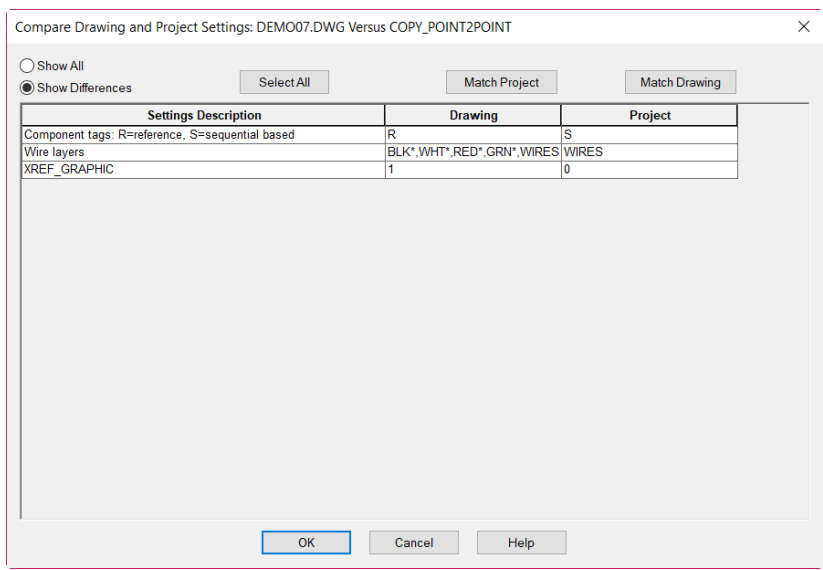

Figure 2-74 *The* ***Compare Drawing and Project Settings: DEMO007.DWG Versus COPY_POINT2POINT*** *dialog box*
2. Select the **DEMO007.DWG** from the **Copy_Point2Point** project in the **Projects** rollout of the **PROJECT MANAGER** and right-click; a shortcut menu is displayed. Choose **Properties** from the shortcut menu; a cascading menu is displayed. Choose **Settings Compare** from the cascading menu; the **Compare Drawing and Project Settings: DEMO007.DWG Versus COPY_POINT2POINT** dialog box is displayed, as shown in Figure 2-74.